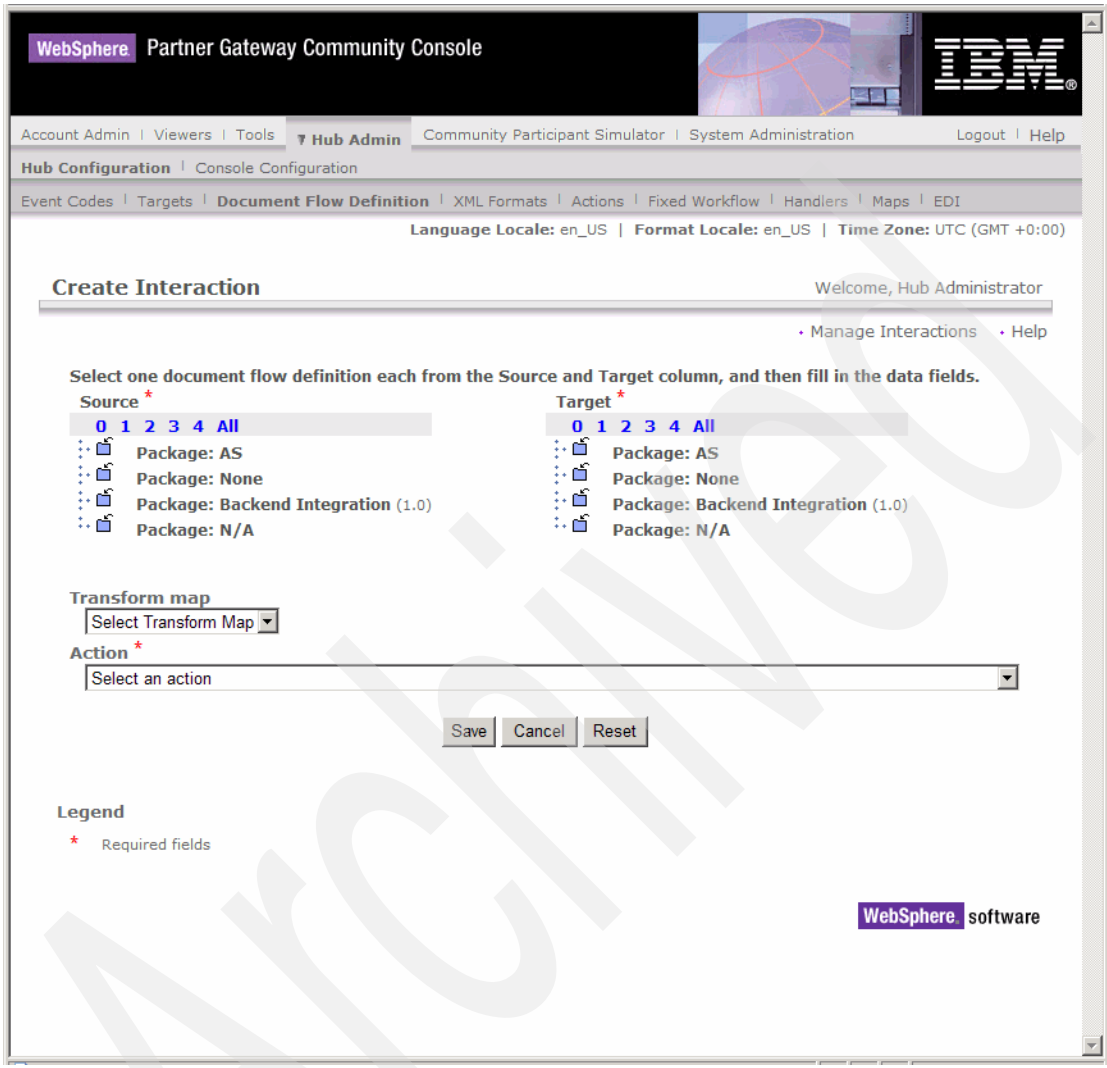

Figure 7-11 Create interaction start point
4. Figure 7-11 on page 152 shows the starting point to create a new interaction. You see the existing packages under the headings Source and Target. For our example, we need the following interactions: